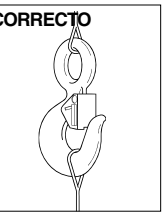
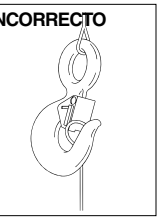

Figura 3
Figura 4
- Asegúrese siempre de que el gancho soporte la carga (ver Figura 3). La carga nunca debe ser soportada por el seguro (ver Figura 4).